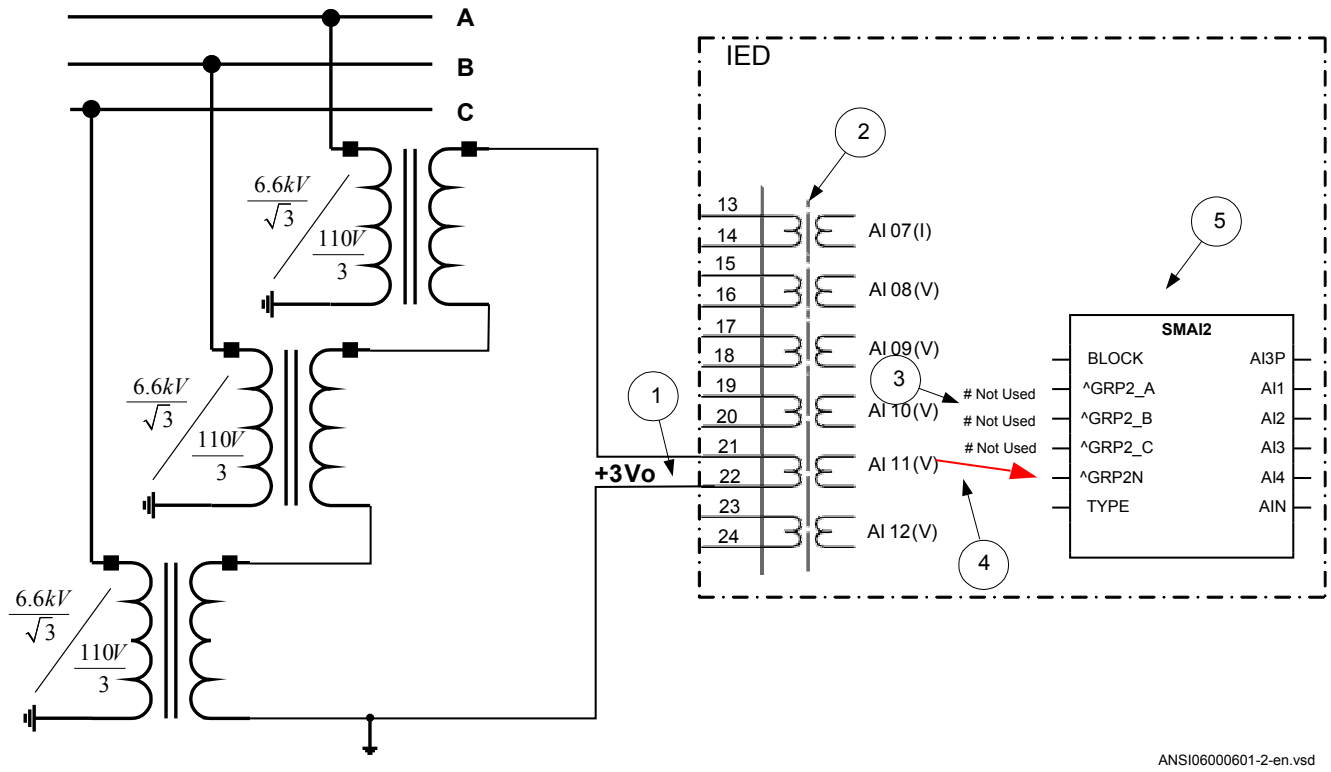

Figure 18: Open delta connected VT in high impedance grounded power system
4) shows that in this example the fourth (that is, residual) input channel of the preprocessing block is not connected in SMT tool. Thus the preprocessing block will automatically calculate 3Vo inside by vectorial sum from the three phase to ground voltages connected to the first three input channels of the same preprocessing block. Alternatively, the fourth input channel can be connected to open delta VT input, as shown in figure 18.
Figure 18 gives an example about the wiring of an open delta VT to the IED for high impedance grounded or ungrounded power systems. It shall be noted that this type of VT connection presents a secondary voltage proportional to 3V0 to the IED.
Figure 18 gives overview of required actions by the user in order to make this measurement available to the built-in protection and control functions within the IED as well.